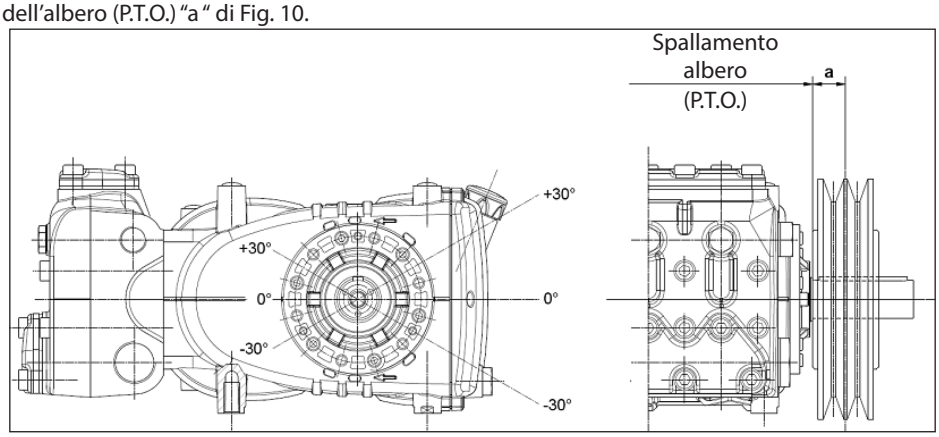

Fig. 10
Il carico radiale sull'albero non deve essere superiore a 3000 N (valore necessario per la definizione del Lay-out). La trasmissione è considerata adeguata se tale carico è applicato ad una distanza massima a=30 mm dallo spallamento dell'albero (P.T.O) come indicato in Fig. 10.
b) Utilizzare cinghie ad alto rendimento - per esempio **XPB** invece di **SPB** - in quanto risulterà necessaria una quantità inferiore di cinghie a parità di potenza trasmessa ed una conseguente distanza inferiore della risultante rispetto allo spallamento dell'albero (P.T.O.) "a " di Fig. 10.